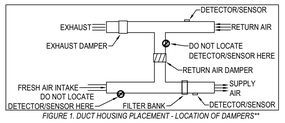

*FIGURE 1. DUCT HOUSING PLACEMENT - LOCATION OF DAMPERS***
1. LOCATE DUCT HOUSINGS SO THAT DAMPERS DO NOT RESTRICT AIR FLOW AT THE DETECTOR/SENSOR LOCATION. SEE FIGURE 1.
2. LOCATE AIR DUCT DETECTORS/SENSORS ON THE RETURN OR SUPPLY DUCT OF THE EQUIPMENT'S AIR HANDLING SYSTEM. HOWEVER, DETECTORS/SENSORS SHOULD NOT BE INSTALLED IN THE RETURN AIR DAMPER BRANCH. SEE FIGURE 1.
4. LOCATE AIR DUCT DETECTORS/SENSORS ON THE DOWNSTREAM SIDE OF FILTERS TO SENSE SMOKE IN FILTERS. HOWEVER, SHOULD THE FILTERS BLOCK, SUFFICIENT AIR FLOW MAY NOT BE AVAILABLE FOR PROPER AIR DUCT DETECTOR/SENSOR OPERATION. SEE FIGURE 1.